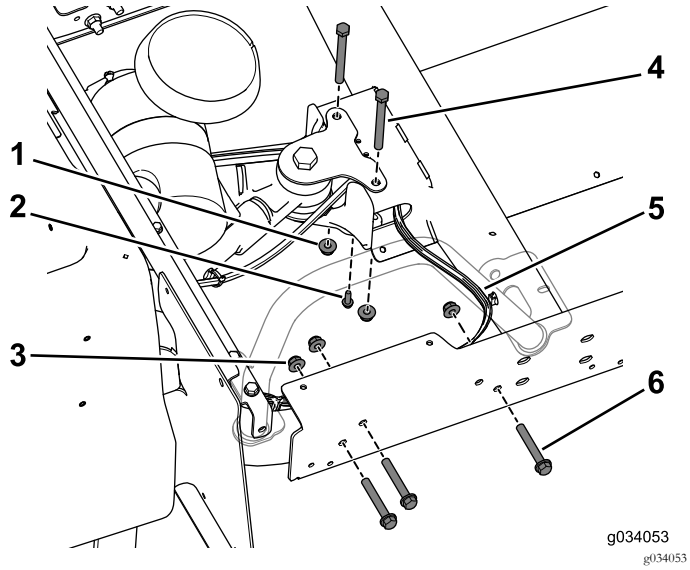

Figura 28
na estrutura traseira (Figura 28). Faça isto em ambos os lados da máquina.
Nota: Certifique-se de que a cablagem sai do canal central no lado direito (Figura 28).
9. Utilize o parafuso autorroscante (¼" x ¾") para travar a união em T no canal central (Figura 28).
10. Utilize os dois parafusos (3/8" x 3¾") e as porcas flangeadas para instalar sem apertar o canal central na montagem traseira (Figura 28).